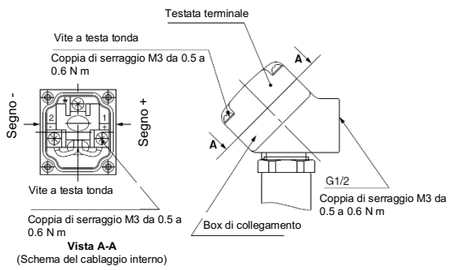

Figura 6
- Eseguire i collegamenti secondo le indicazioni riportate nella Figura 6.
- Serrare viti e raccordi secondo la Figura 6.